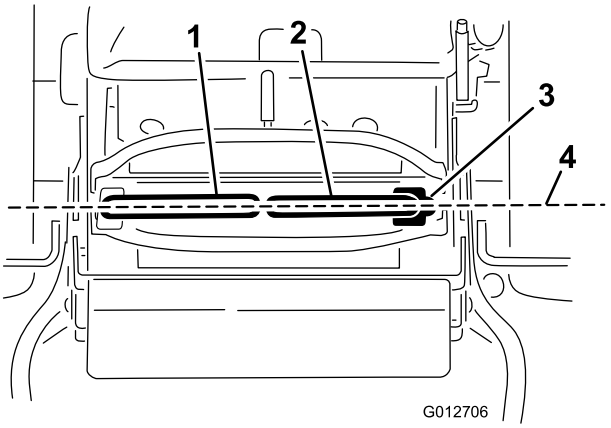

Figur 72
Viktigt: Kontrollera att klipparens spårning är korrekt när rörelsereglagespakarna har justerats. Justera spårningen och rörelsereglagespakarnas inriktning framifrån–bakåt är samma sak (Figur 72).
1. När den horisontella inriktningen är färdig kontrollerar du inriktningen framifrån–bakåt genom att trycka rörelsereglagen lite framåt så att rörelsereglagens länkage sträcks (Figur 72).